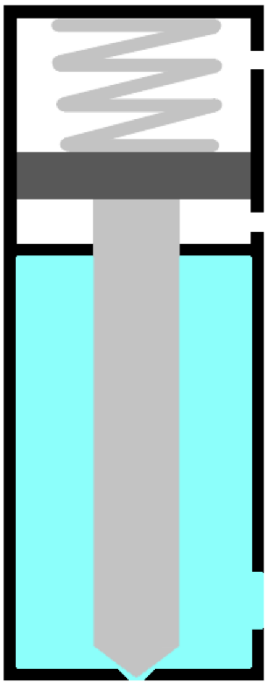
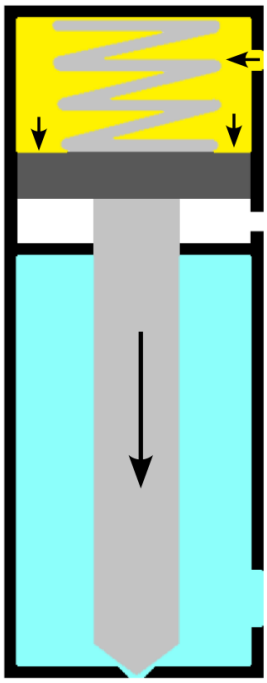
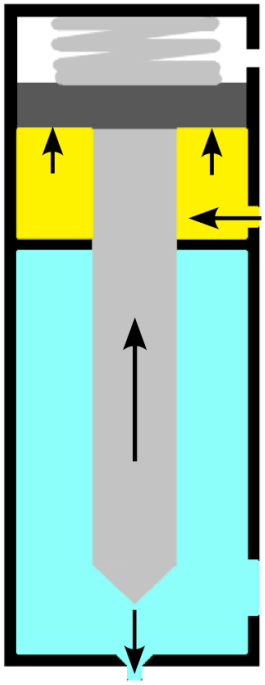

Abbildung 03 -- Ruhephase einfachwirkend
Abbildung 04 -- Ruhephase doppeltwirkend
Abbildung 05 -- Dosierphase einfach- und doppeltwirkend
Das Ventil kann in zwei Modi arbeiten, nämlich einfach- und doppeltwirkend. Im Fall des einfachwirkenden Betriebs hält die Feder das Ventil geschlossen, daher muss der Flüssigkeitsdruck unter dem von der Feder erzeugten Druck liegen, um das Ventil geschlossen zu halten (Abbildung 03). Die Flüssigkeit befindet sich in der pneumatischen Kammer, die durch die von der Feder gedrückte Nadel verschlossen ist. Wenn am Öffnungseingang ein pneumatischer Druck ausgeübt wird, hebt sich der Kolben und folglich auch die Nadel, wodurch die Flüssigkeit bis zur Düse fließen kann (Abbildung 05). Bei doppeltwirkendem Betrieb ist die Arbeitsweise ähnlich wie bei einfachwirkendem Betrieb, nur dass neben der Feder, die das Ventil geschlossen hält, ein pneumatischer Druck vom Schließeingang des Ventils vorhanden ist (Abbildung 04). Dies ist erforderlich, wenn mit Flüssigkeitsdrücken gearbeitet werden muss, die höher sind als der von der Feder ausgeübte Druck.
- Die Flüssigkeit steht in der Flüssigkeitskammer unter Druck; im Fall des einfachwirkenden Betriebs nur mit der Feder, die den Flüssigkeitsaustritt schließt (Abbildung 03), im Fall des doppeltwirkenden Betriebs auch mit pneumatischem Druck (Abbildung 04);
- Die Nadel hebt sich und ermöglicht das Austreten der Flüssigkeit (Abbildung 05);